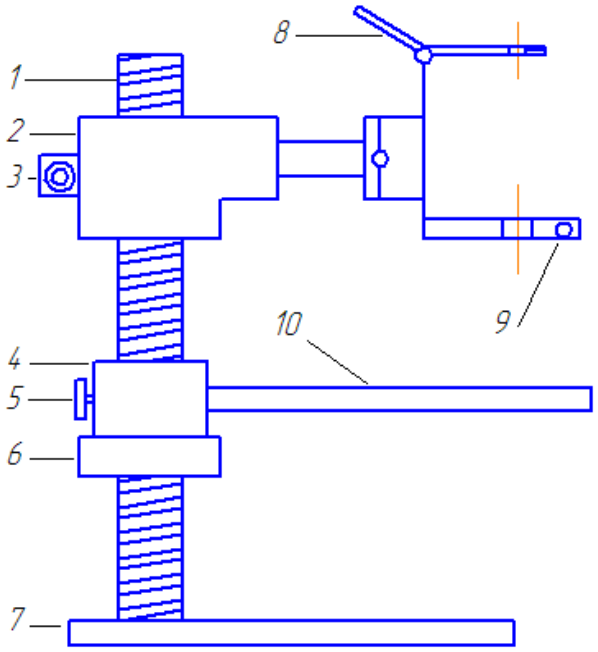
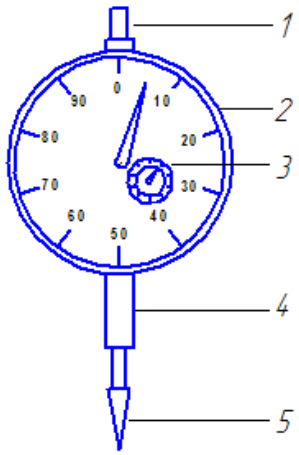
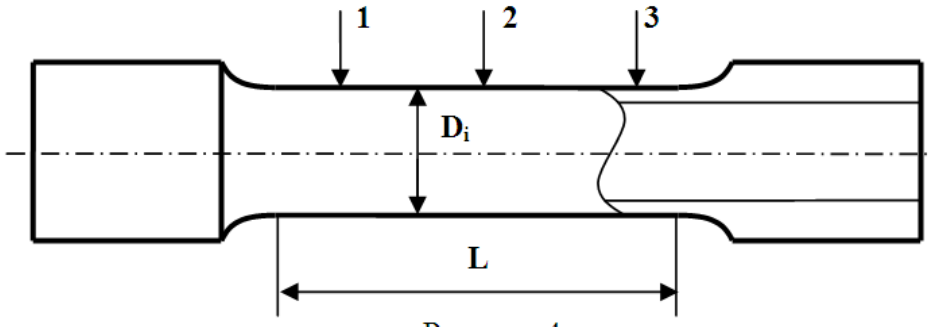
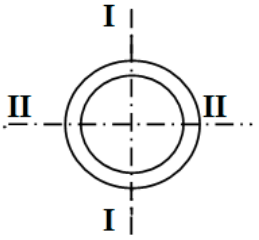

Рисунок 1.
Рисунок 2.
Рисунок 4.
Рисунок 5.
2. Замерить толщину стенки (h) рабочей поверхности образца (длиной L), в двух сечениях I-I и II-II (рис. 4) по трём точкам её образующей (рис. 5), с помощью толщиномера (рис. 1) и индикатора (рис. 2).
3. Измерить диаметры D_i в сечениях I и II (рис. 5) по трём точкам рабочей поверхности образца L (рис. 4) с помощью микрометра (рис. 3).